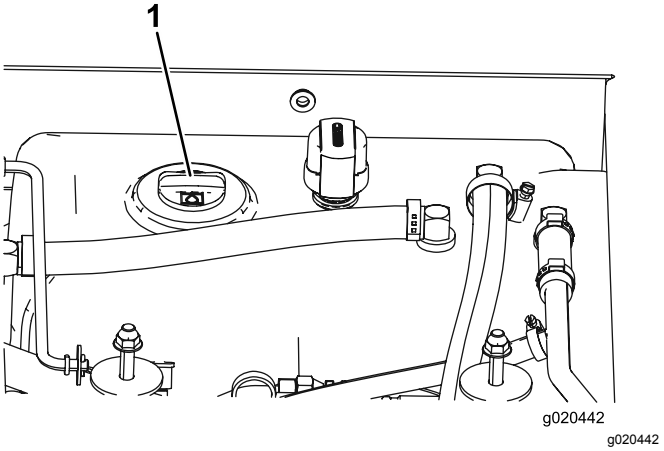

**Figuur 14**
3. Reinig de omgeving van de vulbuis en de dop van de hydraulische tank (Figuur 14). Verwijder de dop van de vulbuis.